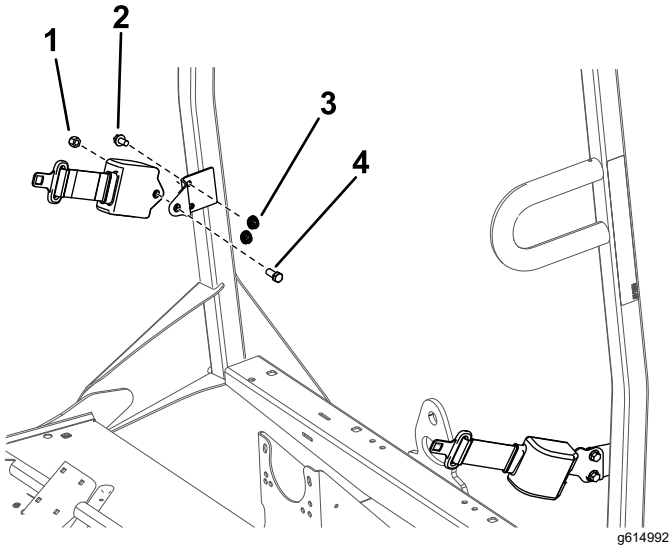

Figure 7
1. Montez un support d'ancrage de ceinture de sécurité à l'extérieur de chaque patte du ROPS à l'aide de 3 boulons (⅜") et 2 écrous (⅜") (voir Figure 7).
2. Fixez l'extrémité rétractable de chaque ceinture de sécurité à chaque support d'ancrage au moyen d'un boulon (7/16 po) et d'un écrou (7/16 po) (Figure 7).